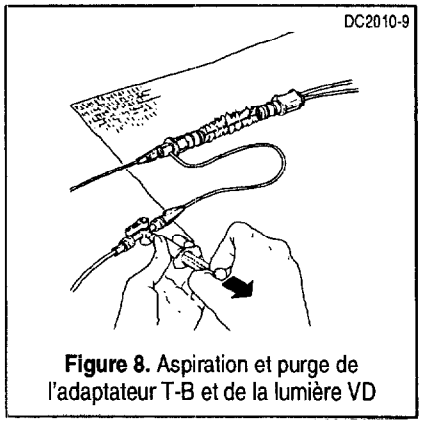

Figure 8. Aspiration et purge de l'adaptateur T-B et de la lumière VD
9. A l'aide d'un robinet à 3 voies Luer-lock, connecter l'orifice latéral de l'adaptateur T-B à un système de purge continue stérile hépariné. A l'aide de la seringue de 5 ml fournie, aspirer l'air par l'orifice latéral puis purger la lumière (Figure 8).